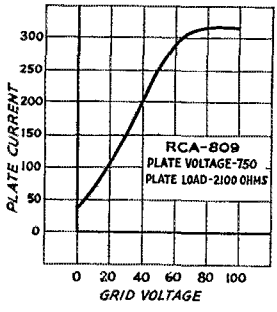

Fig. 1 — Dynamic grid-voltage plate-current characteristic of the 809 tube, used by the author as an illustration.
Fig. 1 shows the dynamic characteristics of the RCA 809. It may be seen that the characteristic
The original work was carried out with high-fidelity microphones of a type seldom seen in amateur stations, and it is of interest to investigate the effect of amateur-type microphones on the lop-sidedness of the wave. Fig. 1 summarizes the results of tests with three different crystal microphones commonly used by amateurs. No. 1 is a good grade of public-address microphone with a reasonably flat frequency characteristic. No. 2 is a highly-popular "communications" type in which the frequency characteristic is designed to accommodate the ordinary voice and to drop out the unessential frequencies. No. 3 is a high-output microphone with a somewhat restricted frequency range, its "quality" falling between the ordinary single-button carbon mike and the one here labelled No. 2. The six sets of data labelled "A" to "F" inclusive were taken on six individuals with a representative range of speaking voices. The numbers along the abscissas do not represent a particular scale, but are key numbers for the various vowel sounds given under the drawing. The ordinates show the ratio of the higher peak to the smaller.
It is quite apparent from Fig. 1 that the microphone has a marked effect on the peak ratio; also, the same sounds spoken by the same person will give different ratios with different microphones. In the case of microphones Nos. 1 and 2, the peak ratios are of the same order of magnitude, but there is for the most part only a random relationship between the ratios and the sounds. With No. 3, the ratio is uniformly nearer 1 with all voices. Since Nos. 1 and 2 sound about alike on voice, while No. 3 to the listener has obviously poorer quality, the conclusion may be drawn that the poorer the microphone the less lop-sided its output. Also, the data for Nos. 1 and 2 may be grouped and taken as representative of the performance of good amateur crystal microphones, while No. 3 can be assumed to be typical of the cheaper units. For the latter, the maximum ratio is about 1.5:1 and, depending upon the voice, may average considerably nearer unity. For the former, the maximum is about 2 and the majority of sounds will give a ratio of 1.5 or more.
Fig. 1 — Peak ratios of various sounds with different speakers and different microphones. The length of each line represents the ratio of the largest peak on one side of the axis to the largest peak on the other. Sounds are identified by the numbers along the abscissa. (1) a as in "pay"; (2) aw in "paw"; (3) a in "bar"; (4) a in "pat"; (5) e in "be"; (6) e in "men"; (7) i in "hide"; (8) i in "hit"; (9) ing; (10) o in "go"; (11) o in "gone"; (12) u in "you"; (13) u in "but"; (14) oo in "boot".